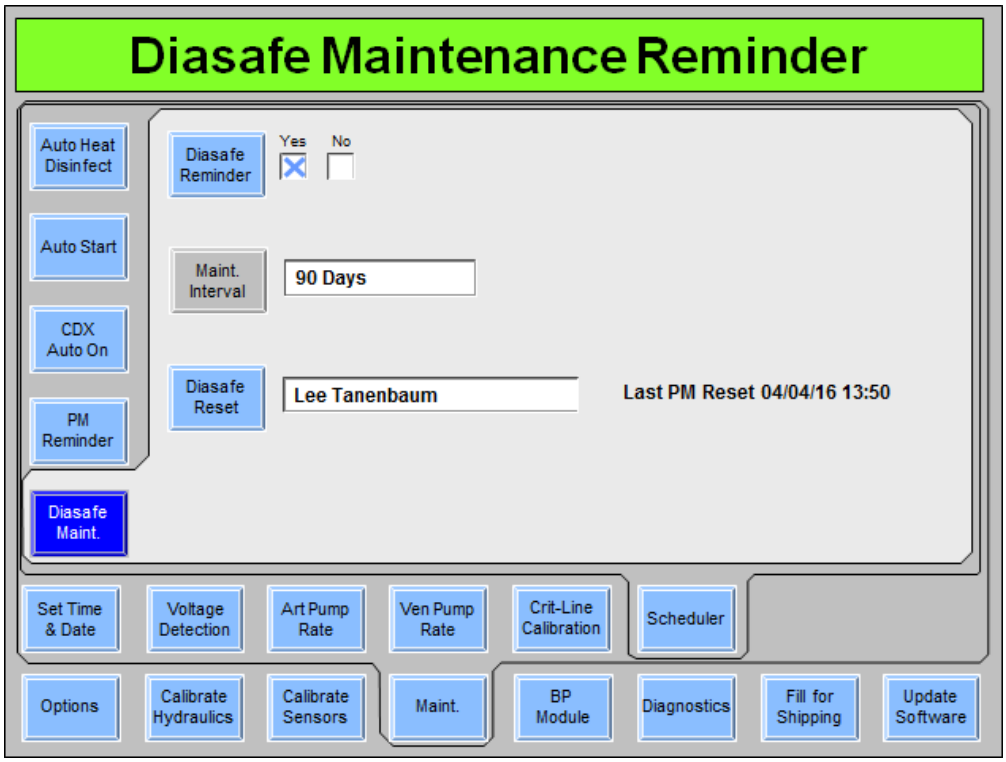
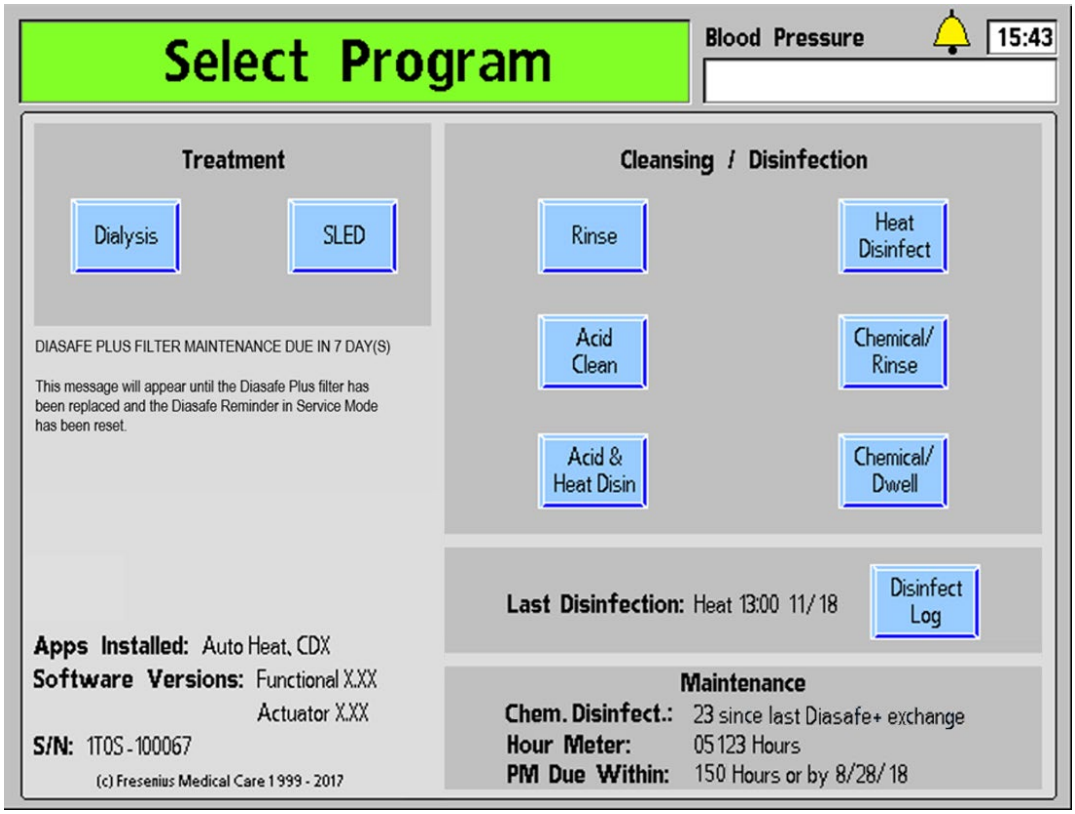

Figure 132 – Scheduler Diasafe Maint. Screen (showing functional software version 2.81 or later)
Figure 133 – Diasafe Reminder message displayed on the Select Program Screen (showing functional software version 2.81 or later)
The Diasafe Reminder option is part of 2008T BlueStar Premium * and it allows the user to program the 2008T hemodialysis machine to display a reminder on the "Select Program" screen (see Figure 133) to replace the DIASAFE *plus*$_{US}$ filter starting seven days before the 90 day period has expired. The Service Mode "Diasafe Maintenance Reminder" screen also records the name of the technician that performed the last Diasafe reminder reset.
3. Select the **Diasafe Reset** button and, using the keyboard, enter the technician's name setting the PM reminder then press the **CONFIRM** key (for software version 2.81 or later, the name will populate the box automatically). This will reset the countdown clock from the last DIASAFE *plus*$_{US}$ filter replacement date and save the technician's name and date the 90 day timer was reset (see Figure 132). This overwrites the name and date of the technician who performed the previous PM reset.
When the next DIASAFE *plus*$_{US}$ filter replacement is due within 7 days, a message will appear on the "Select Program" screen to remind the operator that the DIASAFE *plus*$_{US}$ filter maintenance due date is approaching, see Figure 133 below. The remaining hours will continue to count down to zero days and the reminder message will remain until the Diasafe Reminder is reset again.
In functional software version 2.81 or later, the user can program the "Select Program" screen so that it will display the number of chemical disinfections performed since the last Diasafe Plus filter replacement, so long as the Diasafe Reminder has been reset as described above. On the "Diasafe Maintenance Reminder" screen (see Figure 132) toggle the **Chemical Counter** button to Yes. The "Chem. Disinfect" counter will appear on the "Select Program" screen in the botton right corner under the heading "Maintenance" (see Figure 133 below).